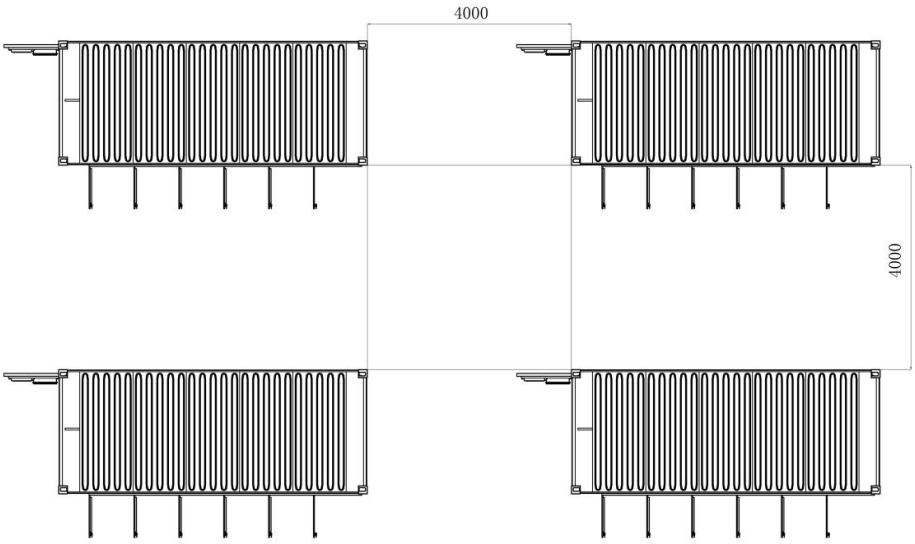

Figure 5-8 Schematic diagram of distance requirements between battery containers (conventional scheme)
- Distance requirements between battery containers (conventional scheme): The distance between long sides should not be less than 4m, and the distance between short sides should not be less than 4m, as shown in FIGURE 5-8.